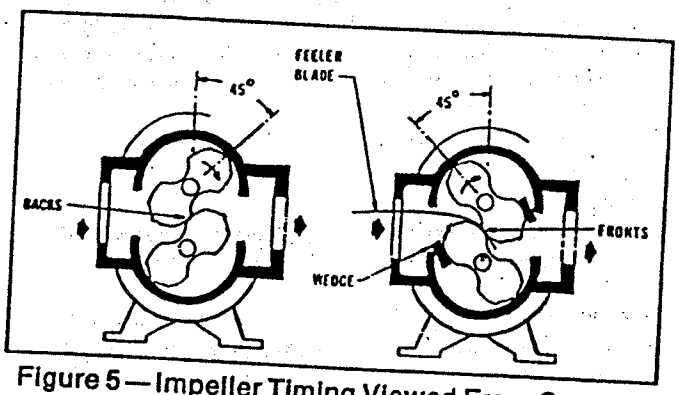
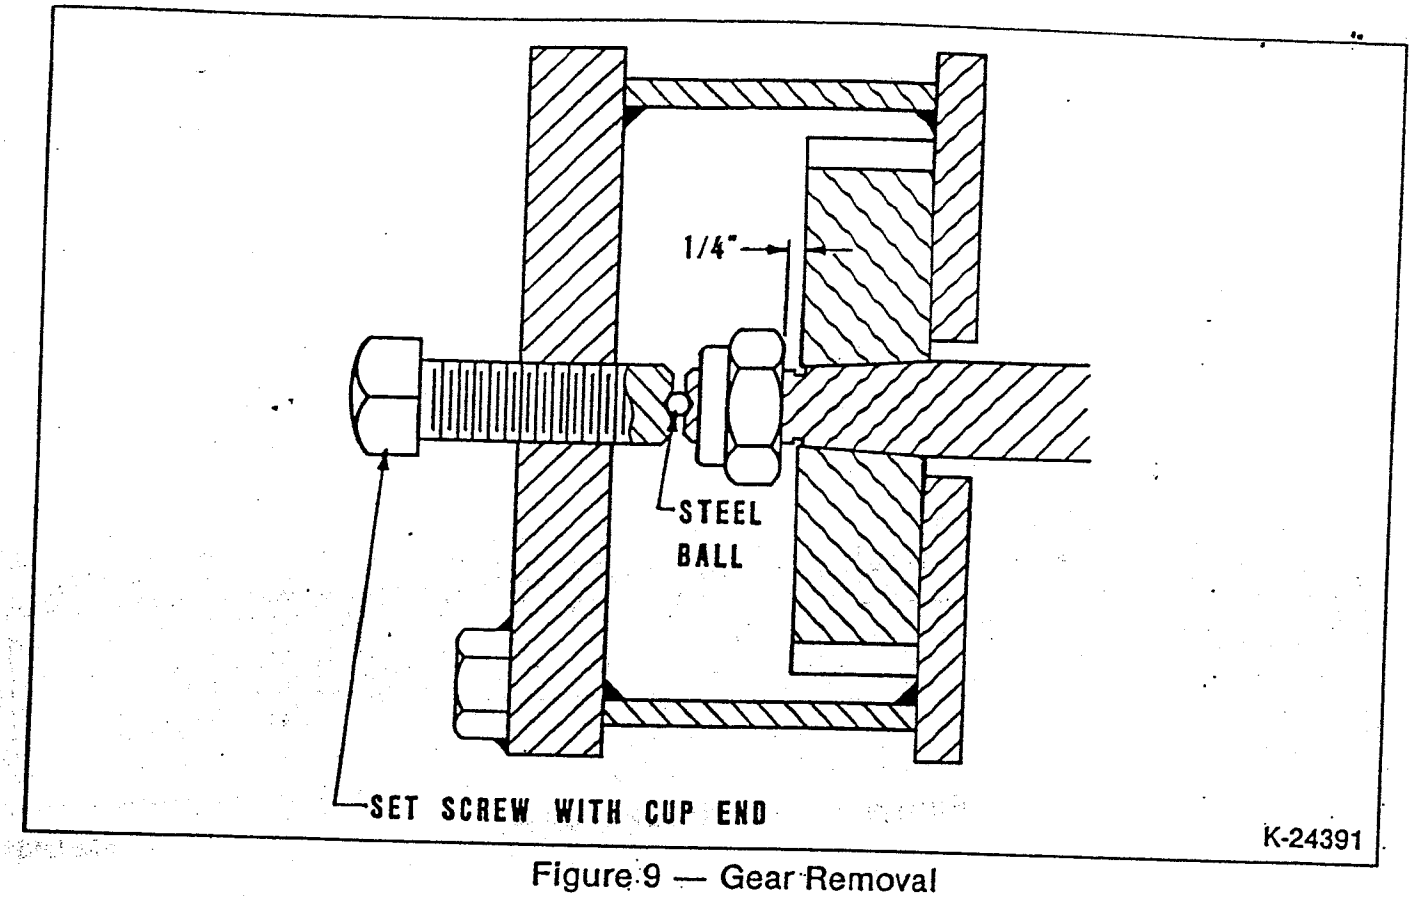

Figure 5—Impeller Timing Viewed From Gear End
Figure 9 — Gear Removal
It is recommended that major repairs, if needed, be performed at a Dresser authorized service facility. However, it is recognized that this may not always be practical, especially when a spare blower is not available. If a blower is out of the warranty period, mechanical adjustments and parts replacement may be undertaken locally at the owner's option and risk. It is recommended that Factory Parts be used to insure fit and suitability. The maintenance of a small stock of on-hand spare parts can eliminate possible delays. When ordering parts give Item Numbers and their word descriptions from Figures 5 & 6. Also specify quantities wanted and the blower size and serial number from the nameplate.
3. GEAR REMOVAL: For this operation, the impellers should be wedged as shown in Figure 5. Back off gear clamping nuts (17) about ¼". Use a puller of the type shown in Figure 10. Position it around the gear per Figure 9. As the puller set screw is torqued, the puller will have a tendency to turn and contact teeth of the other gear. To prevent this contact, hold the puller corner nut with a wrench while torquing the set screw. Once the gear is unseated, remove the puller. Remove gear nuts (17) and the gear. Repeat same procedure for the other gear. NOTE: Do not remove gear nuts (17) completely before the gears are unseated from the taper fits or damage/injury may result.
4. GEAR INSTALLATION: Place impellers in correct position as previously marked. Be sure shafts and gear bores are clean and free of scratches. Clean the shaft tapered fits. Place hardwood wedges as shown in Figure 5. Install drive gear (4) and gear nut (17) so match mark at tooth is at the line of engagement. Tighten the drive gear nut to the torque given in Table 5. Blower assembly must be fastened down for torquing operation.
5. Installing driven gear (4) - Insert a long, metal feeler gauge between the impellers' lobes at the fronts or backs as shown in Figure 5. Feeler gauge thickness to be a middle value from Table 6 for fronts and backs. Align the gear so the tooth match marks agree with the drive gear, then install nut (17). Tighten lightly with a small wrench, then check front and back clearances against Table 6 for each 45° position. Both fronts and backs should be about the same and within the specified range in Table 6. Adjust gear position, if necessary, then insert the corrected feeler gauge and wedges and use a torque wrench to tighten the gear nut to the torque specified in Table 5. Remove wedges and rotate the drive shaft by hand to make sure there are no gear tight spots or impeller contacts.